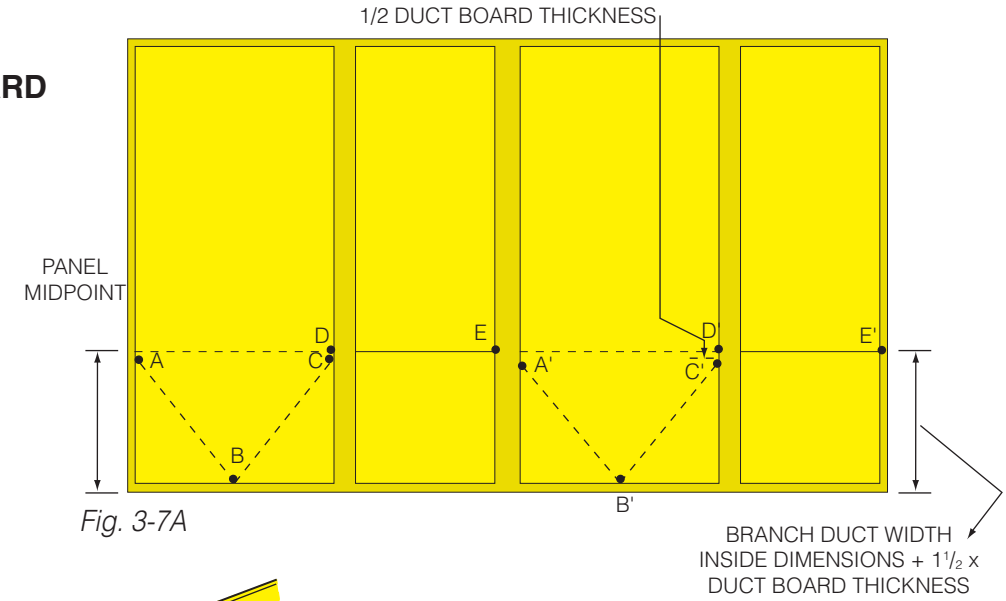

Fig. 3-7A
1. Draw turning vane center lines A - B for one branch, C - B for other. Draw lines D - E and D' - E' for tee openings (see Fig. 3-7A).